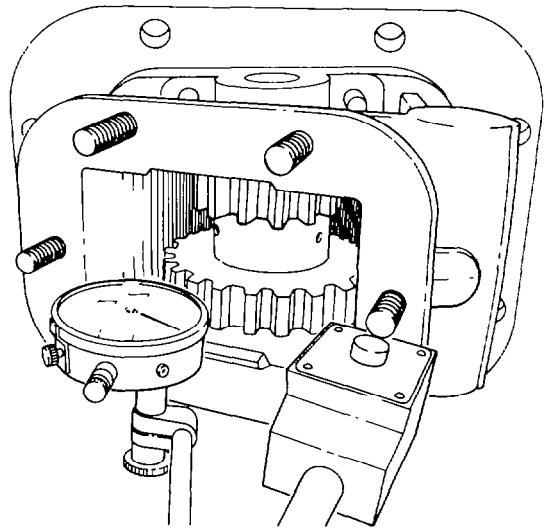

Fig. 395 — Checking PTO Adapter to Transmission Backlash
d. Install a dial indicator, then rock the gear back and forth by hand and check for a backlash reading (see fig. 395).